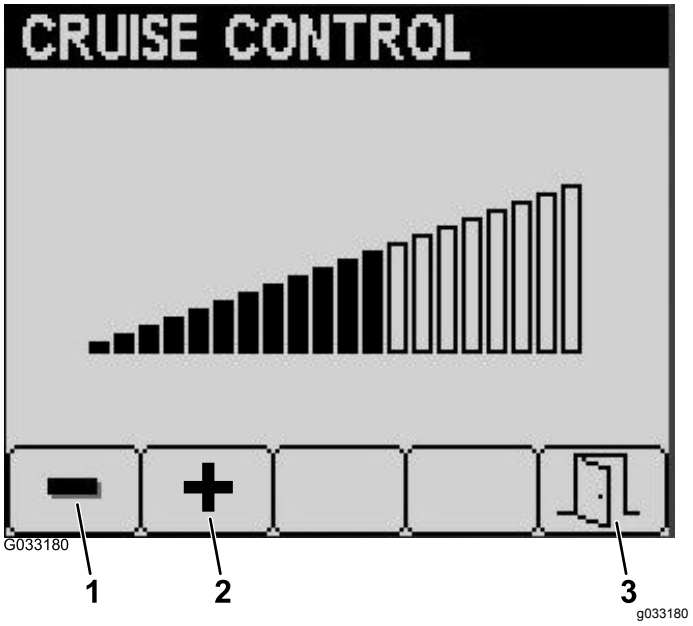

Figur 29
4. Utgår från skärmen Farthållaren och tryck på knapp 1 för att minska farthållarens hastighet eller knapp 2 för att öka farthållarens hastighet (Figur 29).
5. När du har ställt in önskad hastighet för farthållaren, trycker du på knapp 5 för att avsluta (Figur 29).